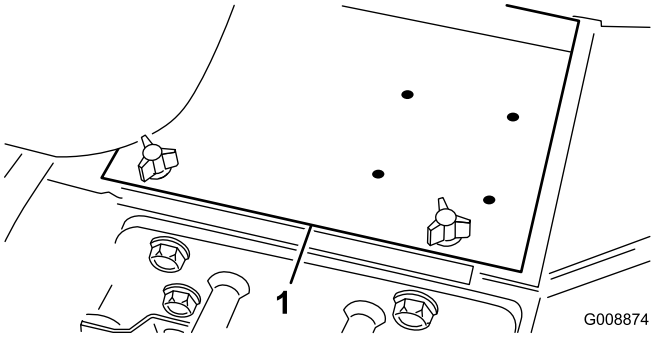

Figuur 4
3. Verwijder het accudeksel (Figuur 4).